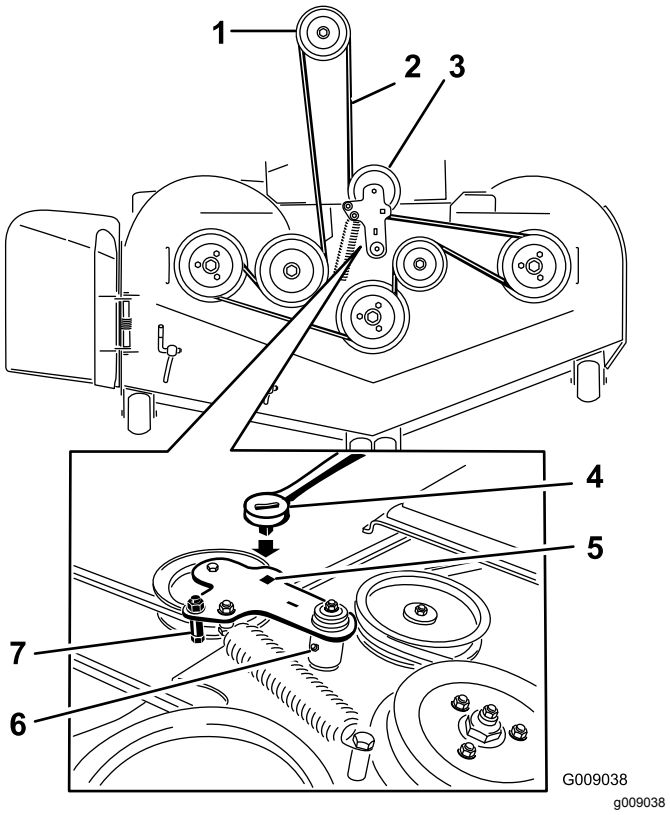
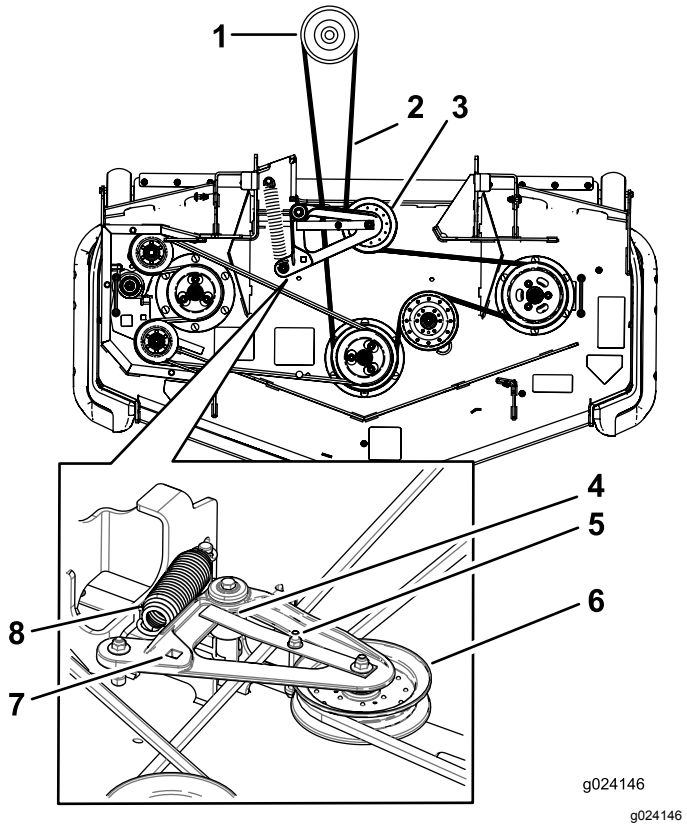

Figur 119
Figur 120
5. Løft opp gulvpanelet og sett en skralle i det firkantede hullet i klippeenhetens lederull (Figur 119 eller Figur 120).
6. Vri klippeenhetens lederull med klokken, løft opp på remføreren (kun på maskiner med bakutslipp) og fjern klipperremmen (Figur 119 eller Figur 120).